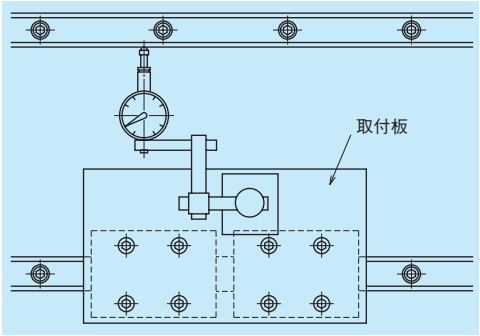

図10.15　平行度測定
③機台の調整側レール取付面にも肩がある場合は上記①～②を繰り返してください。
④機台の調整側レール取付面に肩がない場合は図10.15に示すような仮テーブルを基準側レールのスライダに固定し、これを基準にダイヤルゲージで調整側レールの平行度をレール端からチェックしながら、ボルトを締め付けていきます。
調整側レール取付面に肩がある場合でも図10.15の方法で2本のレールの平行度を確認することができます。